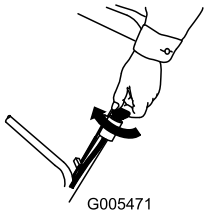
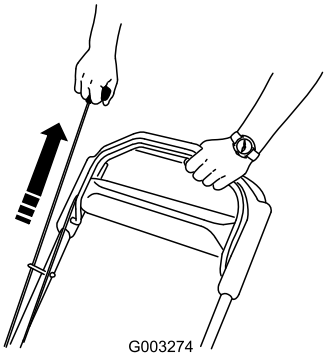

Figur 14
Figur 15
2. Vri om tenningsnøkkelen (kun for modell 20796) (Figur 14) eller trekk tilbakespolingshåndtaket (Figur 15).